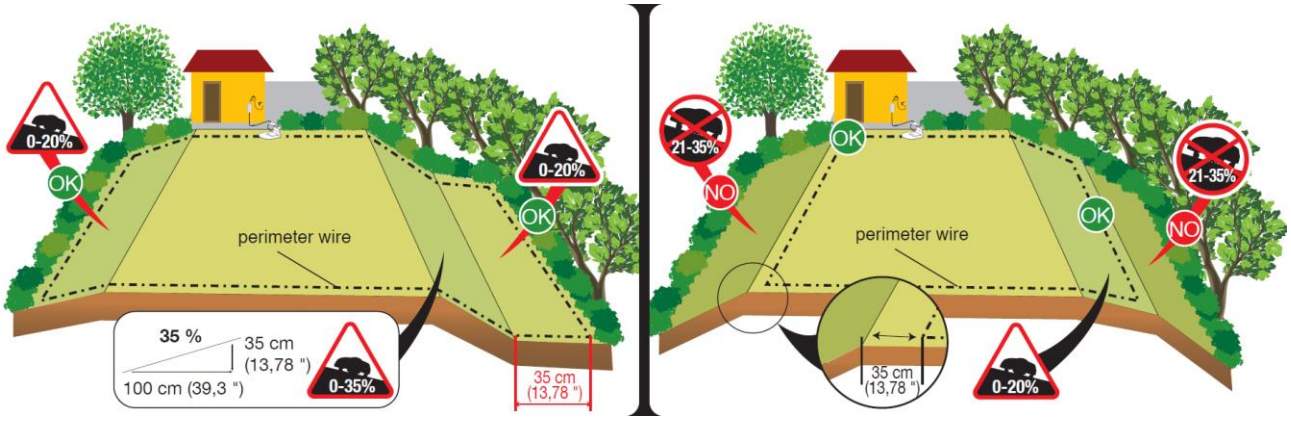

Bild 1 - Beispiel einer richtigen Behandlung der Gefälle innerhalb und am Rand des Gartens. Auszug aus dem Benutzerhandbuch für L85
2. **Maximales Gefälle**: Im Datenblatt werden verschiedene Werte angegeben (siehe Verweise in Paragraf 1.1). Siehe Bild 1 als Beispiel einer ordnungsgemäßen Behandlung von Gefällen.